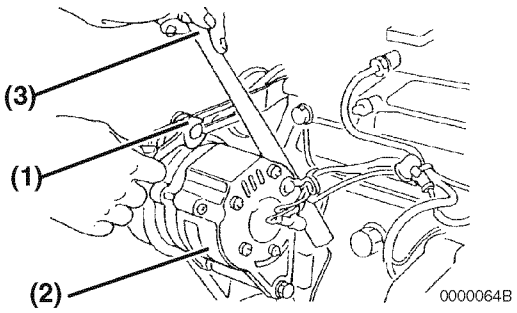

Figure 5-5
2. If necessary, adjust the V-belt tension. Loosen the adjusting bolt **(Figure 5-5, (1))** and move the alternator **(Figure 5-5, (2))** with a pry bar **(Figure 5-5, (3))** to tighten the V-belt to the desired tension. Then tighten the adjusting bolt.